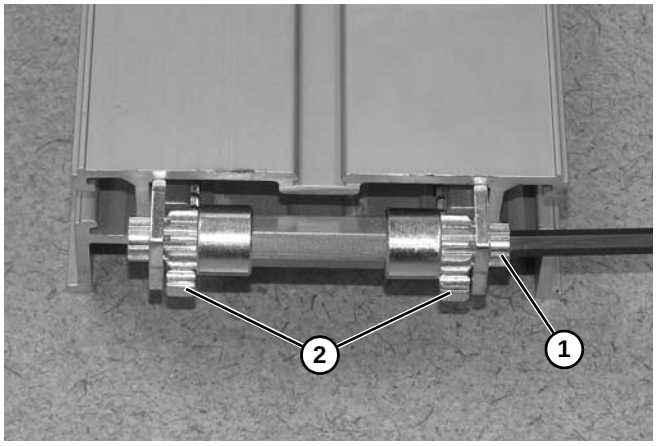

Figure 107
10. Tourner le pignon **(Figure 107, élément 1)** à l'aide d'une clé hexagonale jusqu'à ce que l'ensemble pignon crémaillère **(Figure 107, élément 2)** soit entièrement inséré.